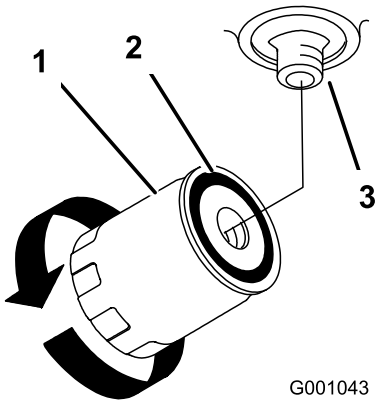

Figura 75
4. Remova o filtro de óleo antigo e limpe a superfície de vedação do adaptador do filtro (Figura 75).
6. Coloque o filtro hidráulico de substituição no adaptador do filtro. Rode o filtro de óleo hidráulico no sentido dos ponteiros do relógio até que a junta de borracha toque no adaptador do filtro e, em seguida, aperte o filtro mais 1/2 volta (Figura 75).